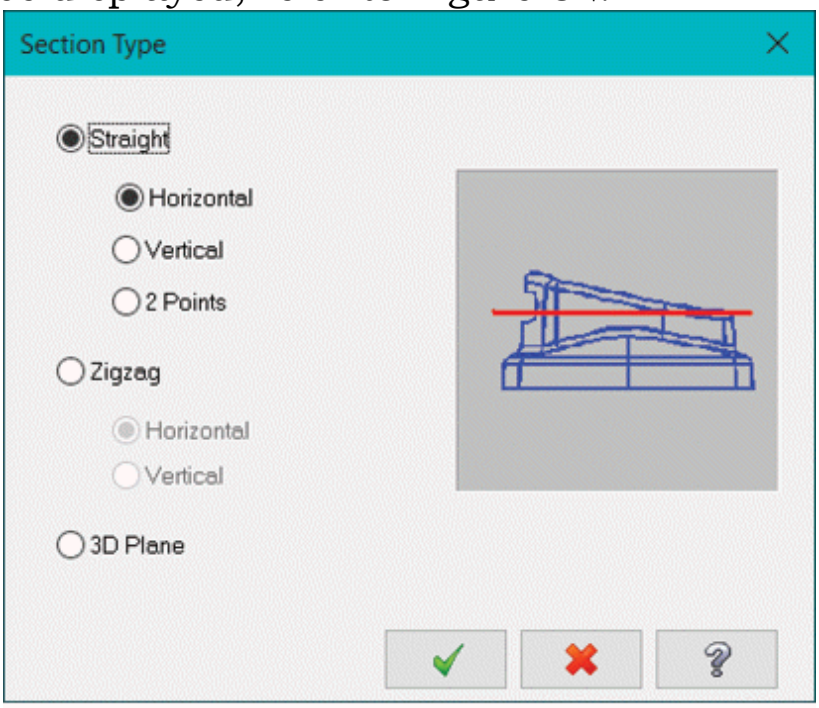

Figure-82. Section Type dialog box
- Click on the **Add Section** button from the **Section** rollout of **Manager** to create a section view. The **Section Type** dialog box will be displayed; refer to Figure-82.